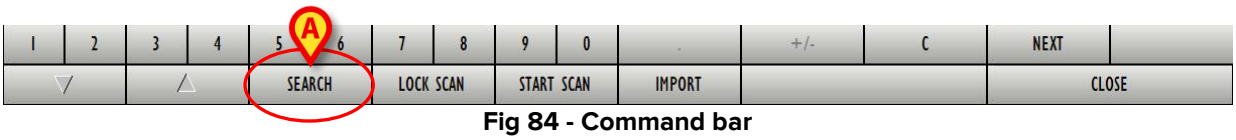

Fig 84 - Command bar
- Click the **Search** button on the command bar (Fig 84).